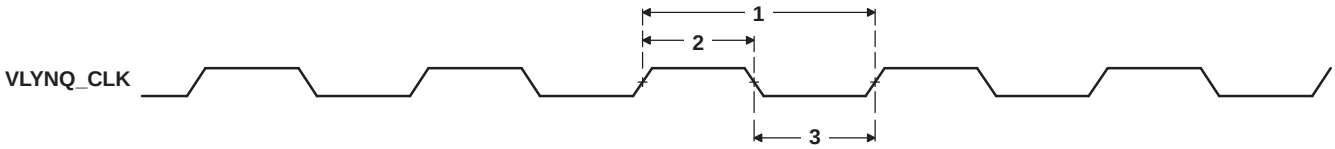

**Figure 6-53. VLYNQ_CLK Timing for VLYNQ**
**Table 6-106. Timing Requirements for VLYNQ_CLK Input (see Figure 6-53)**
**Table 6-107. Switching Characteristics Over Recommended Operating Conditions for VLYNQ_CLK Output (see Figure 6-53)**